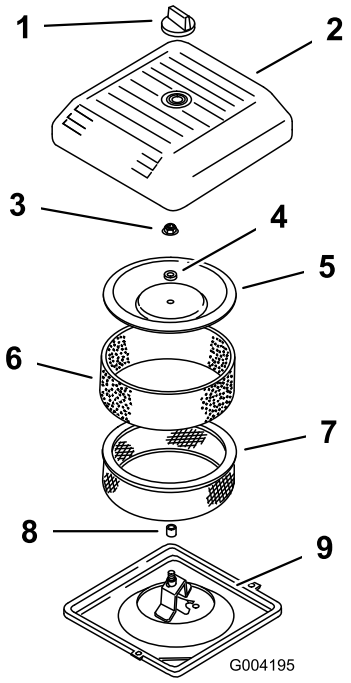

Figuur 43
3. Draai de knop los en verwijder het luchtfilterdeksel (Figuur 43).
4. Schuif voorzichtig het schuimfilter van het papieren element (Figuur 43).
5. Draai de dekselmoer los en verwijder deksel en papierfilter (Figuur 43).
2. Plaats de luchtreiniger op het onderstuk van de luchtreiniger (Figuur 43).
3. Monteer het accudeksel en zet dit goed vast met de dekselmoer (Figuur 43). Draai de moer vast met een torsie van 11 Nm.
4. Plaats het luchtfilterdeksel en zet het vast met de knop (Figuur 43).